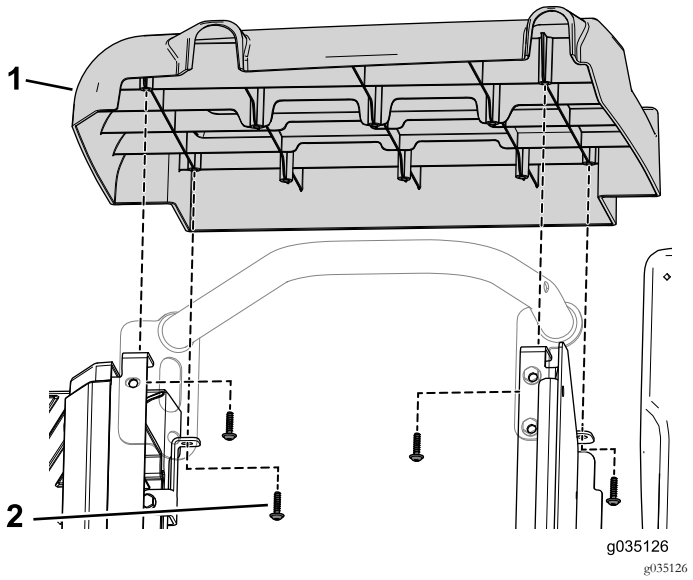

Figura 94
5. Utilize os oito parafusos autorroscados (3/32" x 7/8") para prender os painéis laterais esquerdo e direito do kit à base do banco dianteiro (Figura 94).